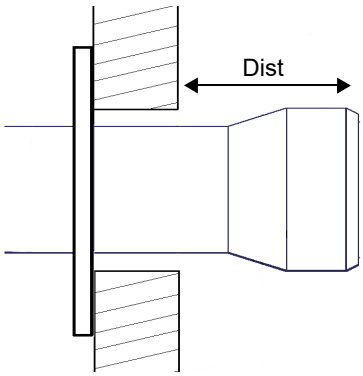

Fig. 2
- Cast-iron boilers, three pass flue boilers (with the first pass in the rear part): the blast tube must protrude no more than **Dist** = 100 mm into the combustion chamber. (Fig. 2)